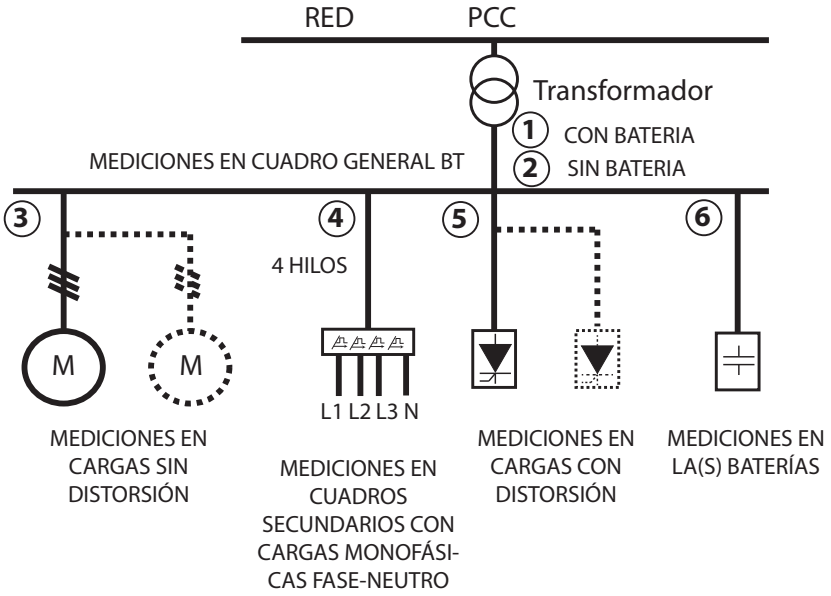

Figura 1: Esquema unifilar de la instalación.
- → En cabecera de la instalación (puntos ① y ② de la **Figura 1**)
- → Líneas con cargas distorsionantes (puntos ④ y ⑤)